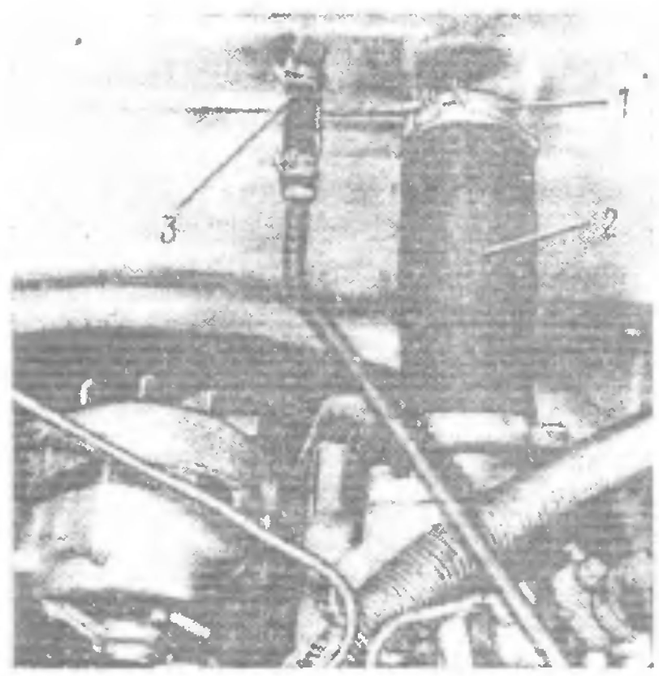

Рис. 21. Верхний патрубок радиатора:
7. Ослабьте хомут *1* (рис. 21), отсоедините от радиатора патрубок *2* и пароотводящую трубку *3*	Отвертка
26. Подсоедините к радиатору и закрепите патрубок *2* (см. рис. 21) и пароотводящую трубку *3*	Отвертка